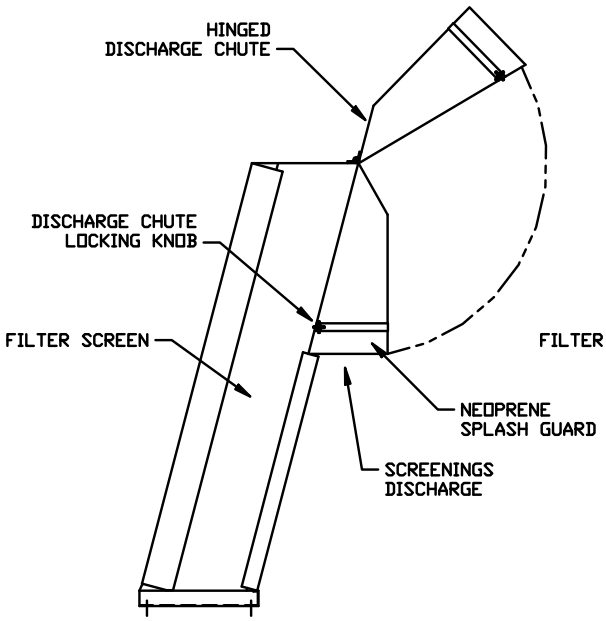

FIGURE 1
2. On the Filter screen discharge, loosen the black locking knobs (1 per side) at the hinged discharge chute (Figure 1). The hinged discharge chute can be lifted open to allow for clearance for lining up the Screenings Compactor. Raise the compactor until the hopper seals under the roller.